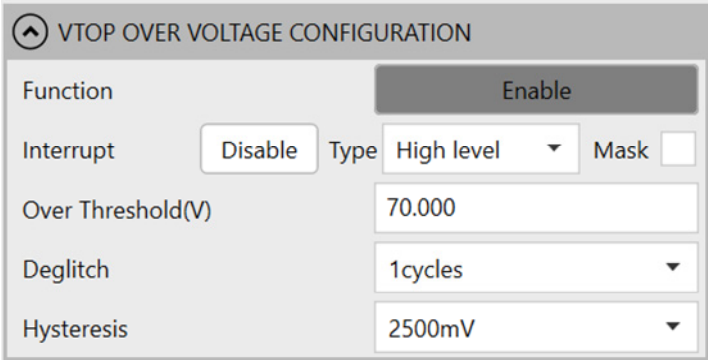

Figure 29: V_{TOP} Over-Voltage Configurations
24. Configure the V_{TOP} OV parameters (see Figure 29).